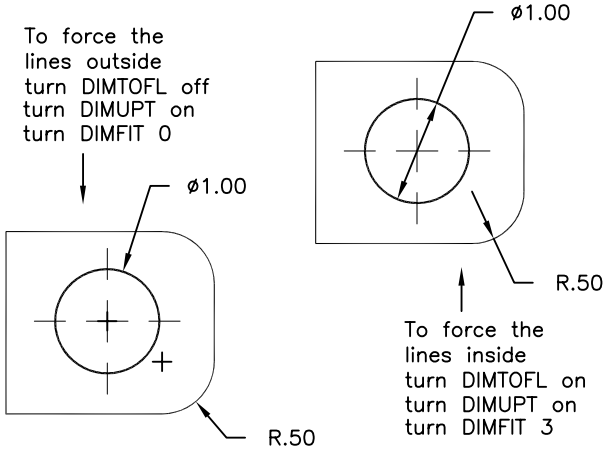

Figure 35-42 *Diameter should be preceded by the diameter symbol*
16. When dimensioning a circle, the diameter should be preceded by the diameter symbol (Figure 35-42). AutoCAD automatically puts the diameter symbol in front of the diameter value. However, if you override the default diameter value, you can use %%c followed by the value of the diameter (%%c1.25) to put the diameter symbol in front of the diameter dimension.